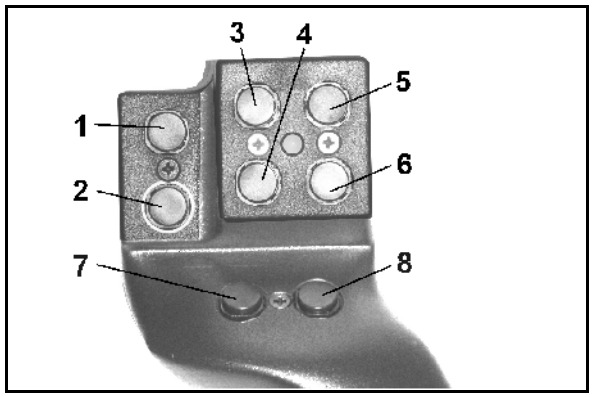
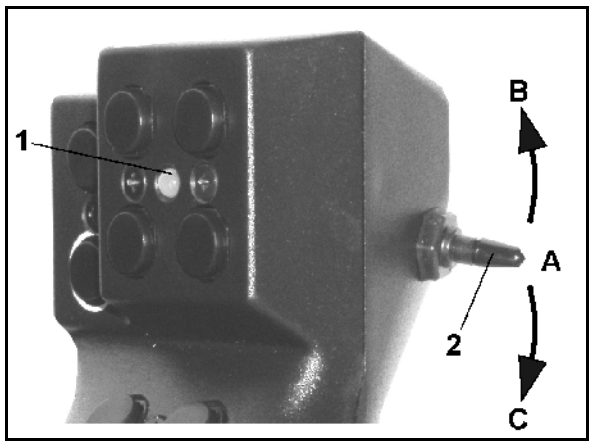

Fig. 75
Fig. 76
To operate the **AMATRON+**, the multifunction stick (Fig. 75) has 8 buttons (1 - 8). In addition, the assignment of the keys can be changed 3-fold by means of a switch (Fig. 76/2).
- central position (Fig. 76/A) and can be pressed
- up (Fig. 76/B) or
- down (Fig. 76/C).
The position of the switch is indicated by an LED (Fig. 76/1).